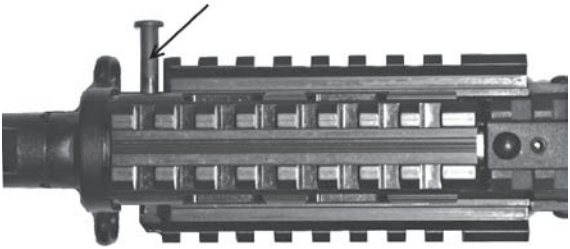

Rys. 92. Zintegrowany zespół łoża z nakładką z szynami – montaż nakładki
- Wsunąć łącznik łoża w otwór w obsadzie łoża i nakładki do momentu zatrzaśnięcia i sprawdzić poprawność zamocowania (rys. 92).